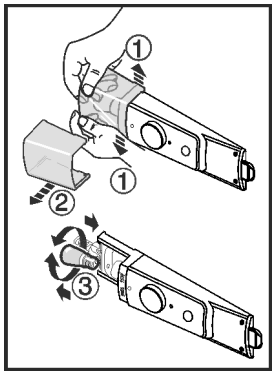

Fig. 10
▶ Extindeți apărătoarea lămpii dinspre interior, conform figurii, în partea din față *Fig. 10 (1)* și extrageți-o în lateral *Fig. 10 (2)*.
▶ Înlocuiți lampa. *Fig. 10 (3)*